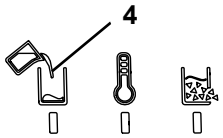

Fig. 12
- ♦ Le témoin « Chauffage/Opérationnel » (5, Fig. 12) est éteint.